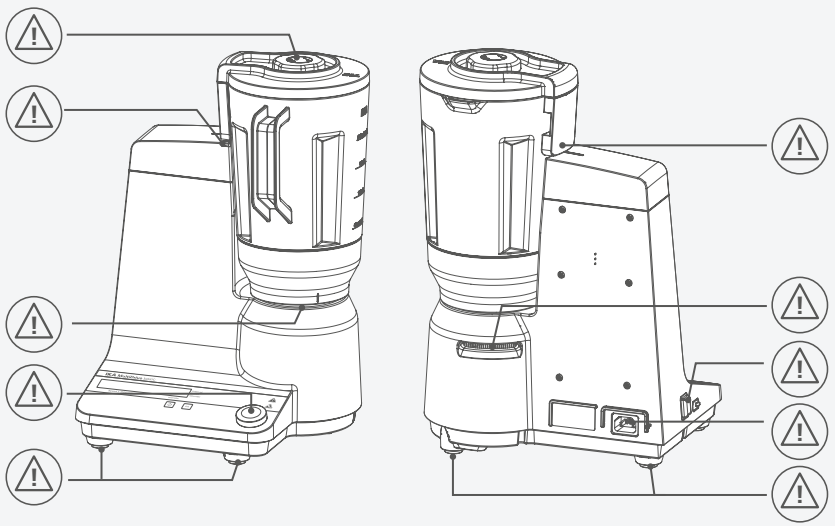
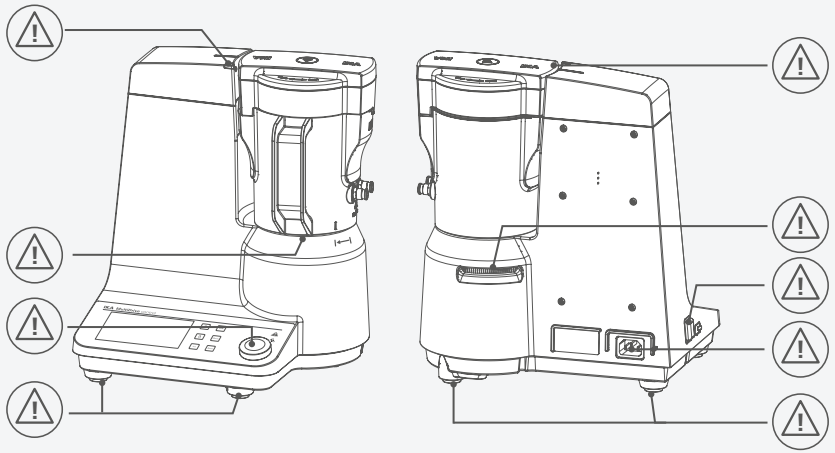

Fig. 1
Fig. 2
- Pay attention to the marked sites in Fig. 1 and Fig. 2.